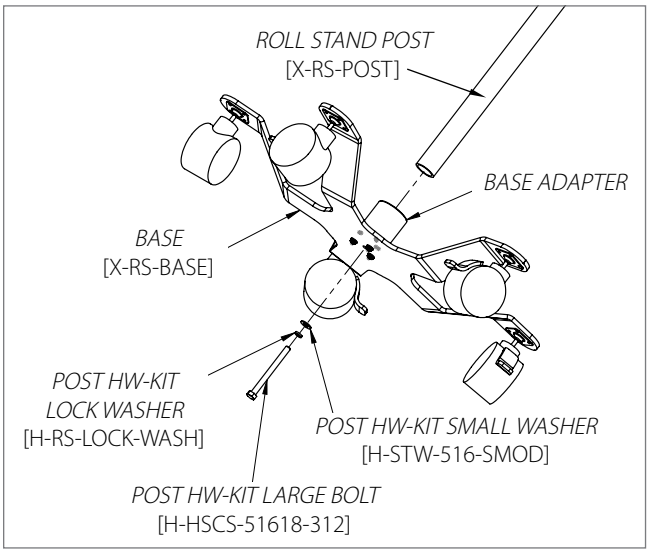

Figure 2
1. Insert the *ROLL STAND POST* into the *BASE ADAPTER* at the top of the *BASE*. Using 1/2" (1.27 cm) Socket wrench with 6" (15.24 cm) extension and *POST HW-KIT* secure by inserting the *POST HW-KIT LARGE BOLT* through the *POST HW-KIT LOCK WASHER* and *POST HW-KIT SMALL WASHER* into the underside of the *BASE*, the *BASE ADAPTER,* and into the *ROLL STAND POST.* **(Figure 2)**